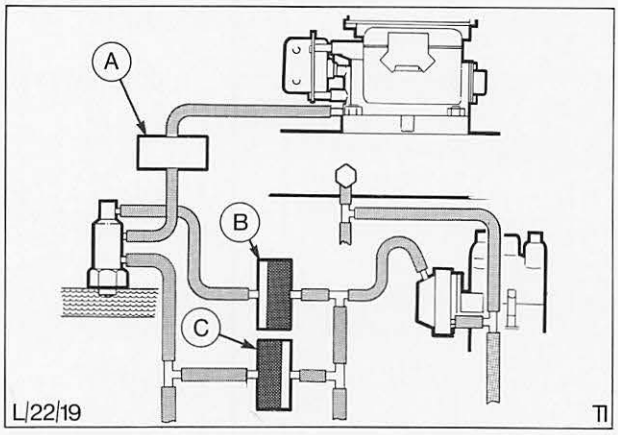

Abb. 77 Anordnung der Verzögerungsventile (2,0 Ltr. OHC, Handschaltgetriebe)
b) Zusatz-Verzögerungsventil (C in Abb. 77): Die schwarze Seite des Ventils an den Vergaser und die farbige Seite an den Zündverteiler anschließen.